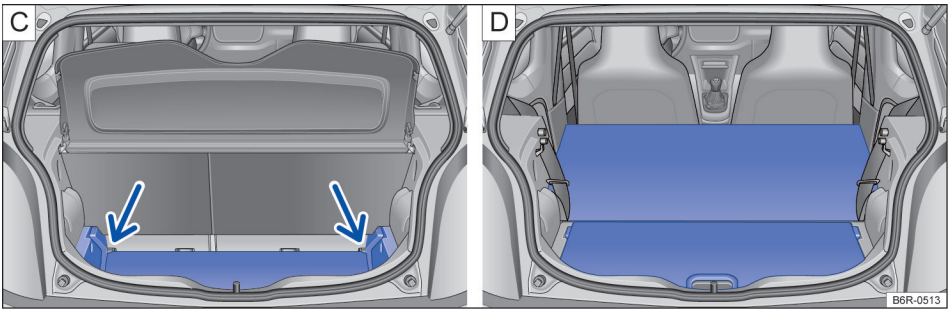

Fig. 96 C: expandir o compartimento de bagagem para baixo. D: expandir o compartimento de bagagem para frente.
– Levantar o assoalho do compartimento de bagagem e empurrar para baixo para a guia → Fig. 96 **C** (setas).